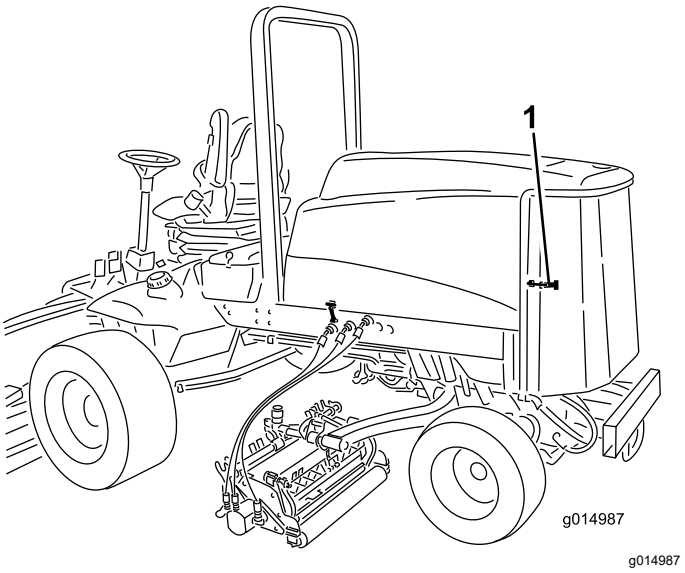

Figur 70
1. Lås opp og sving bakre skjerm åpen (Figur 70). Rengjør skjermen grundig for alt rusk og skitt.